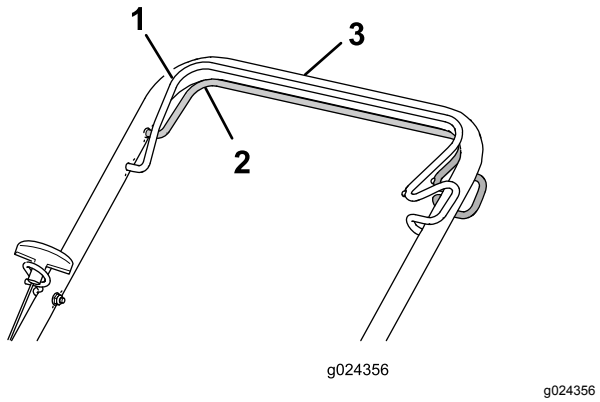

Figuur 16
- **De zelfaandrijving inschakelen:** Trek de zelfaandrijvingsstang tegen de handgreep en hou de stang in deze positie (Figuur 16).